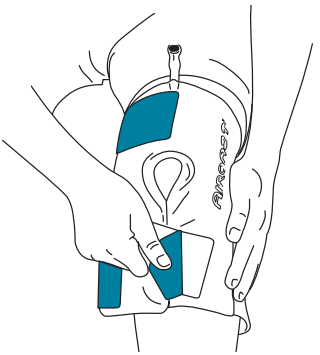

Figur 2
2. Applicera alltid en TOM Cryo/Cuff-manschett (Figur 2). 156
2. Applicera alltid en TOM Cryo/Cuff-manschett (Figur 2).